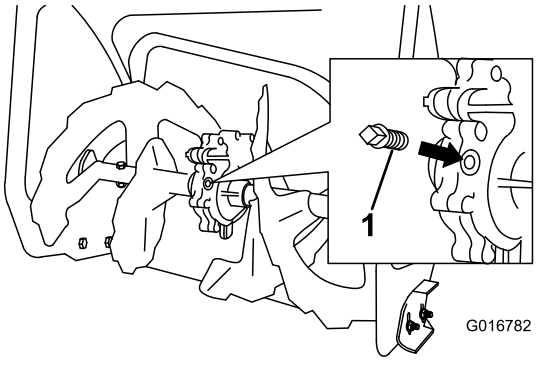

Figur 30
2. Rengjør området rundt rørpluggen (Figur 30).